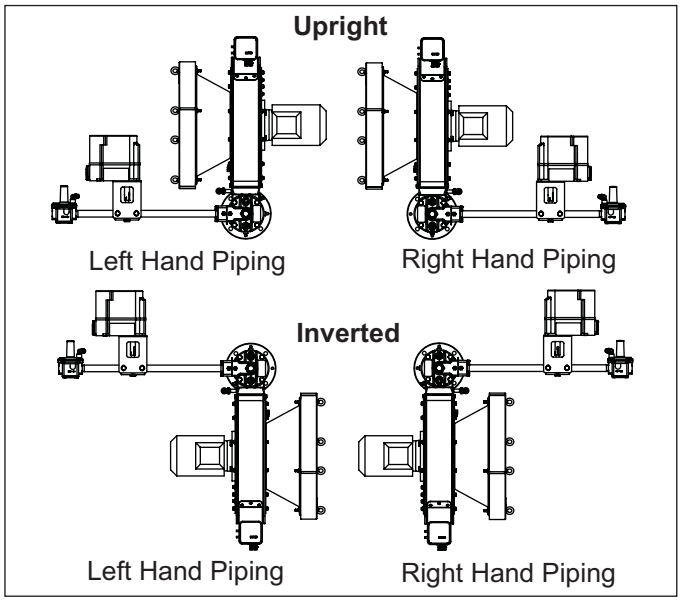

**Figure 3.1 Burner Configuration**
- **Fuel Type:** Variation in calorific value, specific gravity and WOBBE index will affect burner performance. If any of these parameters change more than 5% from Figure 3.1 contact Eclipse to check the suitability of the fuel. Performance data, dimensions and specifications are given for each ThermAir in Datasheets 114-1 through 114-9.